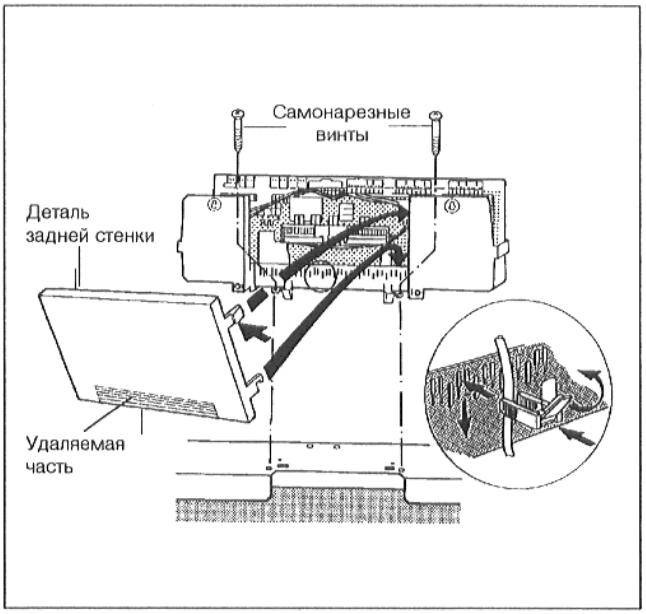

Рис. 25
- Привинтить цоколь устройства регулирования внутри справа и слева в кабельном проходе с помощью 2 самонарезных винтов к переднему кожуху котла (Рис. 25).
Указание: При необходимости выломать удаляемую часть в детали задней стенки (Рис. 25).
- Скобы крепления кабеля с вложенным в них присоединительным кабелем вставить в зажимной каркас и закрепить кабель, повернув рычаг (Рис. 25).
- Вставить оба нижних крюка справа и слева на детали задней стенки шлицом в верхнюю кромку зажимного каркаса (Рис. 25).
- Слегка прижать оба верхних эластичных вставных крюка внутрь (стрелка) и вставить деталь задней стенки таким образом, чтобы обеспечить фиксацию обоих крюков (Рис. 25).